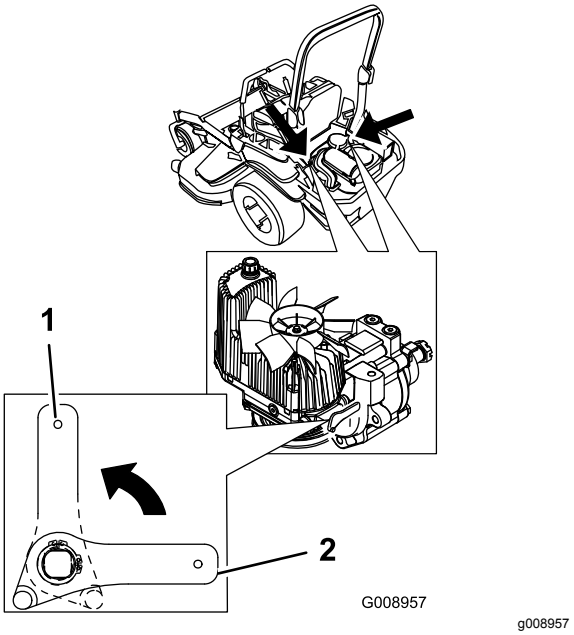

Figur 38
2. Drej udløsningsventilernes greb lodret for at skubbe maskinen (Figur 38).
4. Drej udløsningsventilernes greb vandret for at køre maskinen (Figur 38).